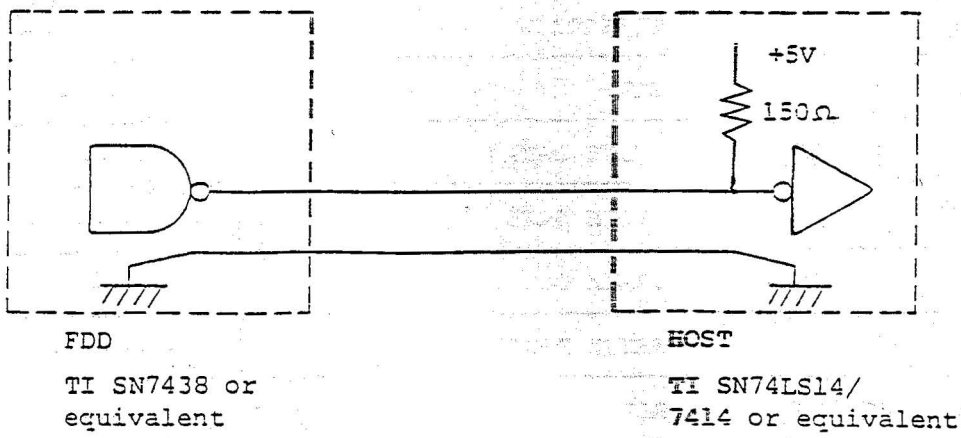

Fig. 3-2 Output
(2) Output circuit See Fig. 3-2